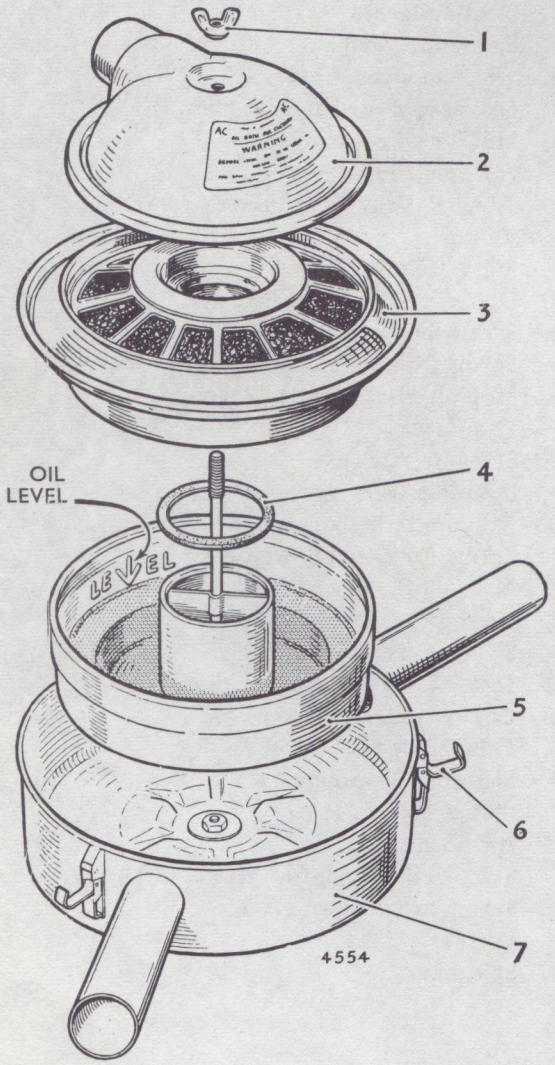

Fig. 11. *Exploded view of air cleaner*
To remove, clean and re-oil (see Figs. 11 and 12)
1. Remove wing nut (1) and lift off top cover (2) placing it clear of the air cleaner by bending the flexible air intake hose.
2. Release the three clips (6) and lift out the cleaner element (3).
3. Lift out the oil container (5), drain off the oil, clean container and refill with clean engine oil to the level mark stamped on the side of the container.
4. If required clean out the outer container (7).
5. The filter gauze (3) does not normally need cleaning, but if it appears to be dirty on its underside it should be cleaned by rinsing in clean paraffin (kerosene) after which it should be blown through with compressed air, or allowed to drain dry.
6. Ensure that the joint ring (4) is in position as shown in Fig. 11.